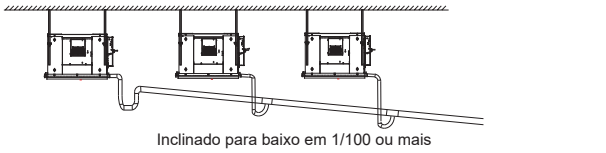
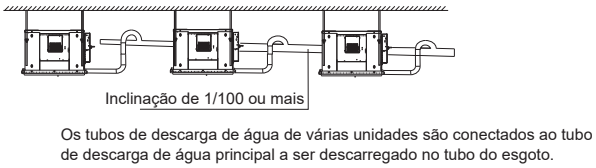

Figura 18a (sem uma bomba de água)
Figura 18b (com uma bomba de água)
7. Instale os tubos de descarga de água como mostrado na Figura 18a (sem uma bomba de água) e na Figura 18b (com uma bomba de água). A saída da tubulação de descarga de água não deve ser maior que a altura de descarga de água, garantindo uma inclinação descendente de mais de 1/100.